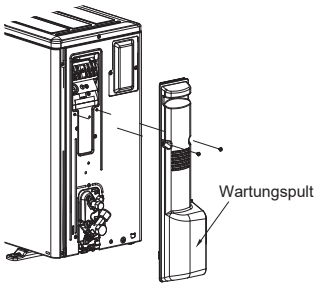

Abb. 4-3
4.3. Kältemittelrohrleitung (Abb. 4-3)